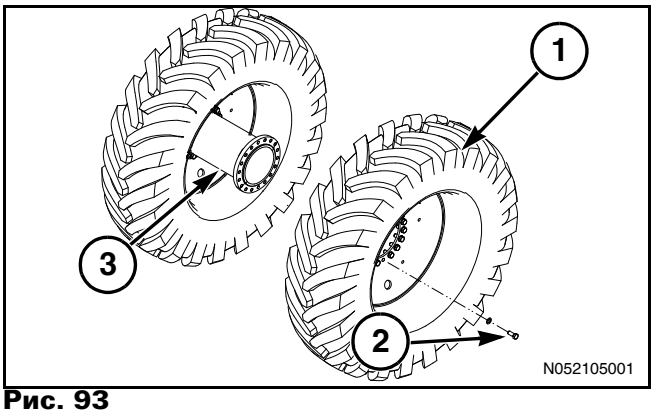

Рис. 93
Рис. 93: С помощью подходящего устройства поддержите вес внешнего колеса (1). Отпустите и снимите восемнадцать болтов с шайбами (2), крепящие внешнее колесо к распорной втулке (3).